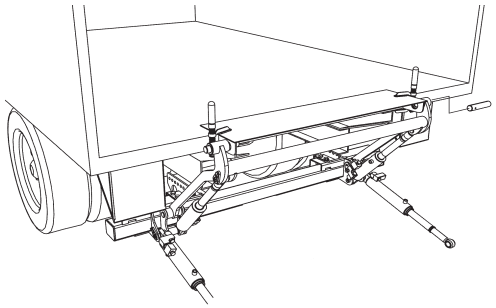

*Figura 22. Dispositivo de montaje*
6. La estructura del elevador debe colocarse lo más alta posible respetando las medidas de incorporación. Ajuste la estructura a la altura idónea debajo del bastidor. Utilice el embalaje del elevador y una carretilla, véase Figura 22. La estructura debe colocarse en paralelo hacia el piso de la carrocería sin quedar apoyada contra el bastidor del vehículo, debe haber un espacio de algunos milímetros. Si es necesario, ajuste el ángulo de los brazos maniobrando el elevador con cuidado.